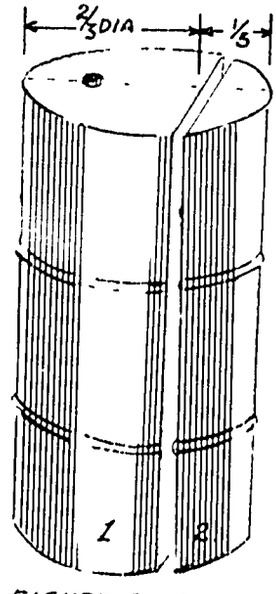

FIGURE 4 INVERT SECTION 2 IN SECTION 1. ATTACH CUT EDGES TOGETHER CUT HOLE FOR STEAM ESCAPE.
2. Dry the blocks in a 90 to 100C. (194 to 212F.) oven or double boiler to remove all moisture (see Figures 4 and 5).